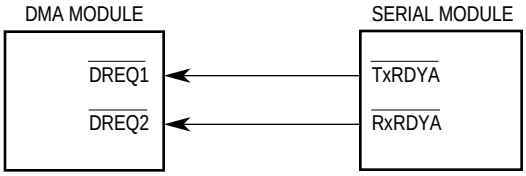

Figure 6-4. DMA External Connections to Serial Module
6.3.2.3 EXTERNAL REQUEST WITH OTHER MODULES. The DMA controller can be externally connected to the serial module and used in conjunction with the serial module to send or receive data. The DMA takes the place of a separate service routine for accessing or storing data that is sent or received by the serial module. Using the DMA also lowers the CPU32 overhead required to handle the data transferred by the serial module. Figure 6-4 shows the external connections required for using the DMA with the serial module.